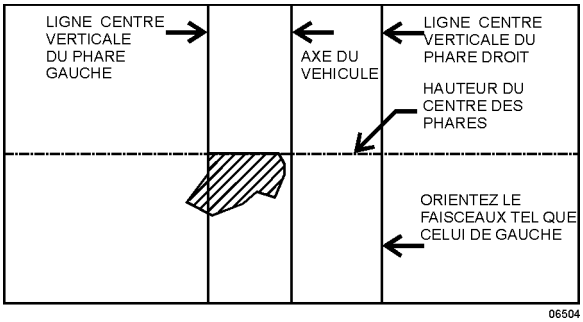

FIGURE 83 : POSITIONNEMENT CORRECT SUR L'ÉCRAN DE LA ZONE LONGUE PORTÉE DES FEUX DE CROISEMENT
5. Les feux de croisement sont orientés de sorte que le bord supérieur (le seuil) de la zone longue portée est à la position verticale selon le tableau 1 et le bord gauche de la zone longue portée est sur l'axe vertical du phare (Figure 83).